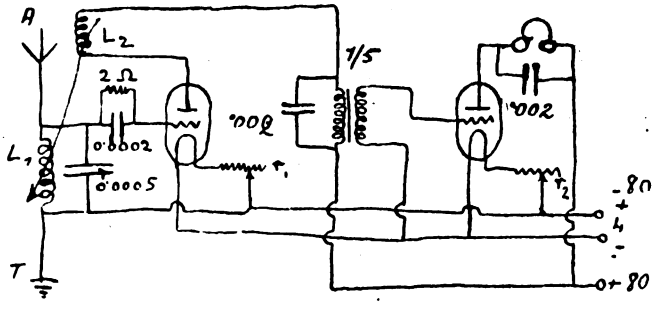

Fig. 5.
Le rimettiamo lo schema richiestoci: (fig. 5) valvola rivelatrice + 1 b. f. Sullo schema sono segnati tutti i
1°) Valori delle induttanze della fig. 5 (N. 6) per $\lambda \div 300, 600$ m.
n) Lo schema di fig. 5 (N. 6) è pur esso un rivelatore modulatore e può essere sostituito a quello di fig. 3 (N. 8).